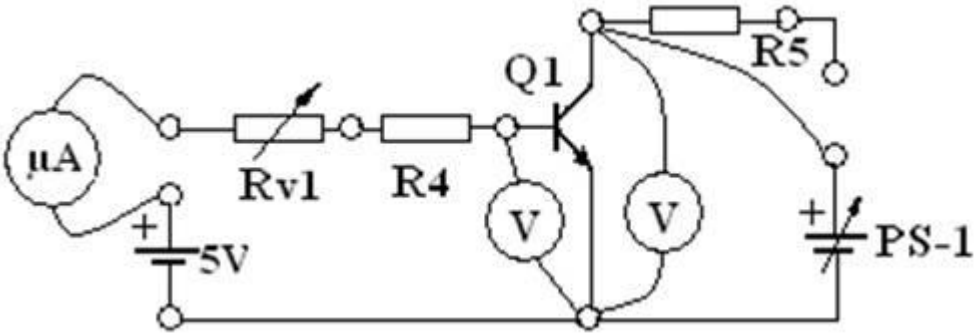

Рисунок 3.2 – Схема для снятия входных характеристик биполярного транзистора при напряжениях на коллекторе 5 В и 10 В
3.2.5 Собрать схему для снятия входных характеристик $I_б = f(U_{бэ})$ биполярного транзистора при фиксированных напряжениях на коллекторе $U_{кэ}$=5 В и $U_{кэ}$=10 В (рисунок 3.2).